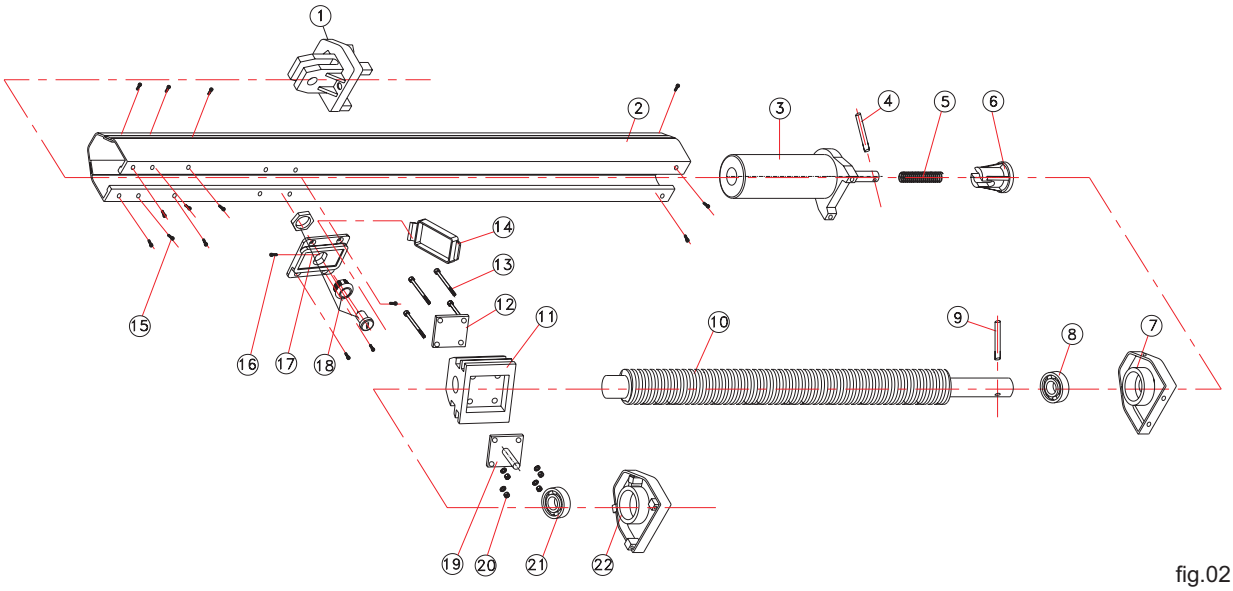

fig.02
1.2.2 Budowa siłownika: (fig.02)